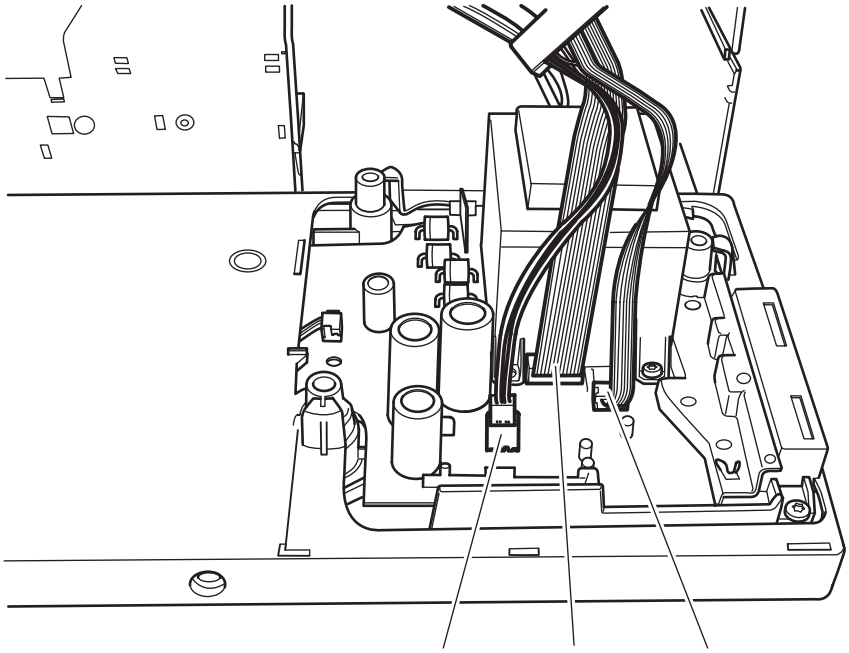

Fig. 4
- Remove 12-wire flat cable 4, remove 6-wire flat cable 5 and motor cable 6 from the circuit board (fig. 4).